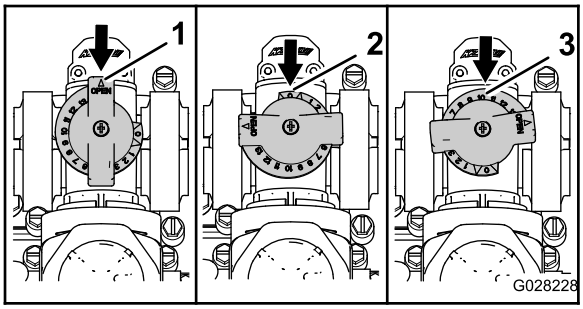

Figur 30
- Omrøringsomløbsventilen er i positionen helt Åben som vist i A i Figur 30.
- Omrøringsomløbsventilen er i positionen Lukket (0) som vist i B i Figur 30.
- Omrøringsomløbsventilen er i en midterposition (justeret i forhold til trykmåleren for sprøjtesystemet) som vist i C i Figur 30.